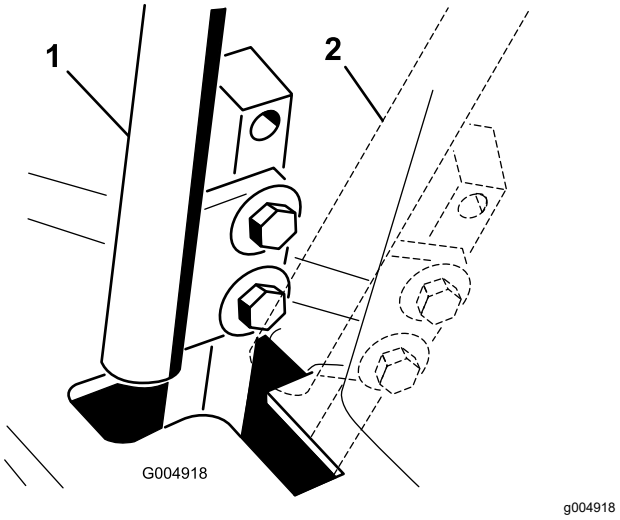

Figuur 51
4. Zet de rijhendel in de NEUTRAALSTAND **zonder deze te vergrendelen** (Figuur 51).
6. Controleer of de hendel de juiste positie heeft ten opzichte van de inkeping in het bedieningspaneel (Figuur 51).